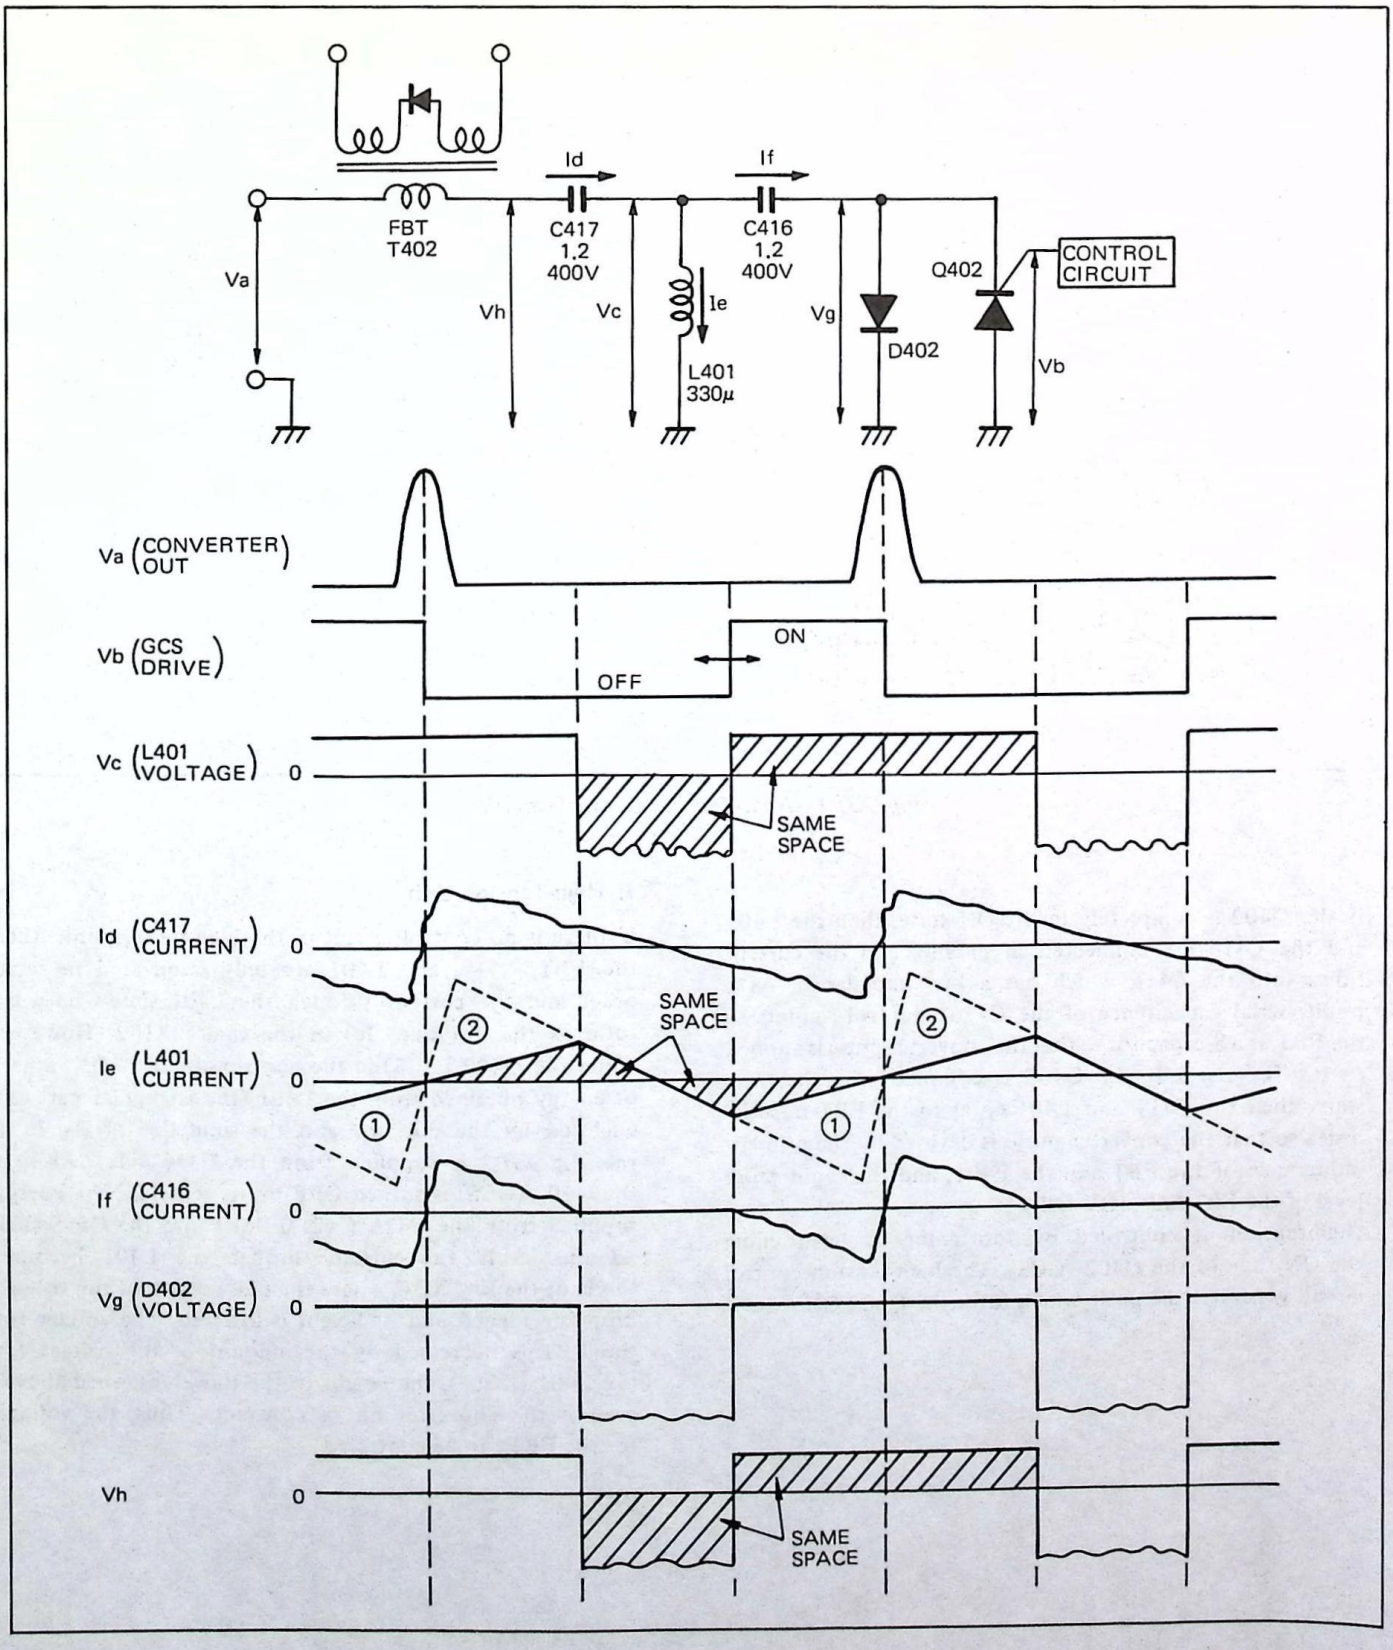

Fig. XII-2
If there is no control circuit in the high-tension unit, then the FBT, C417, and L401 are only connected in serial order and the current through the L401 shows its wave form as the dot line (Ie) in the figure XII-2. However, while the Q402 (GCS) in the control circuit is ON, a part of energy obtained from the L401 (the triangular part ①) enclosed by the dot line and the solid line of the Ie in the Fig. XII-2 is supplied from the C416 side. Also, if the Q402 (GCS) is turned OFF by its reaction, the energy supplied from the C416 (②) flows into the C416 side. As the result, the current through the L401 becomes the Ie of the Fig. XII-2 where the pulse width of the voltage drop is widened and its height is lowered. The voltage for the FBT is decreased by the amount of the voltage for the L401 (that is, the height of the pulse described above) even if the converter out is constant. Thus, the voltage for the FBT can be controled.